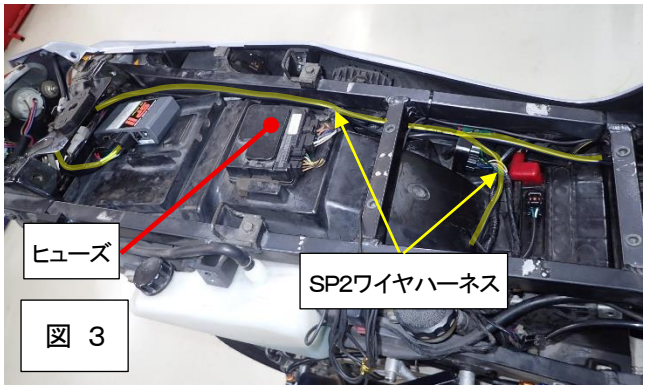

図 3
②SP2 ワイヤハーネスを車両左側のノーマルハーネスに沿って配置してください(図3、4)。
③9ページ「プラグコードコネクタ装着方法」に従ってプラグコードを SP2 コイルに装着して下さい。プラグコード／キャップはリーク防止のため、新品又は良品を使用して下さい。
⑥SP2 ワイヤハーネスを8ページ接続図のように接続して下さい。SP2 コントロールユニットは、水などが溜まらないようにスイッチ面を横向きにして固定して下さい。
⑦車体側ノーマルハーネスの各コネクタ(イグナイタ、クランクシャフトセンサ、スロットルセンサ、ノーマルコイルの余った端子)は、どこにも接続する必要はありません。ビニルテープなどで保護のみ行ってください。
⑧IGNTION ヒューズ(ジャンクションボックス上面ヒューズボックス内)を付属の15Aに交換してください(図3)。